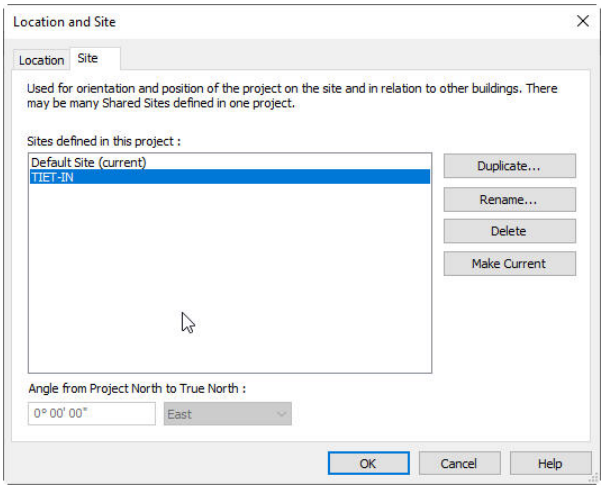

***Figure 3-42 TIET-IN** selected in the **Sites defined in this project** list box of the **Site** tab*
3. Enter **TIET-IN** in the **Name** edit box and then choose the **OK** button; the **Name** dialog box closes and the name entered is displayed and highlighted in the **Sites defined in this project** list box of the **Location and Site** dialog box, refer to Figure 3-42.